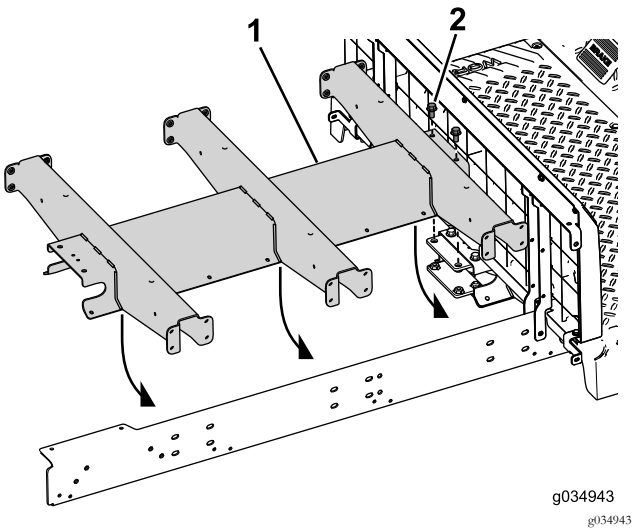

Figure 24
4. Insérez les 2 boulons (3/8" x ¾") à travers le profilé central et le support arrière (Figure 24).